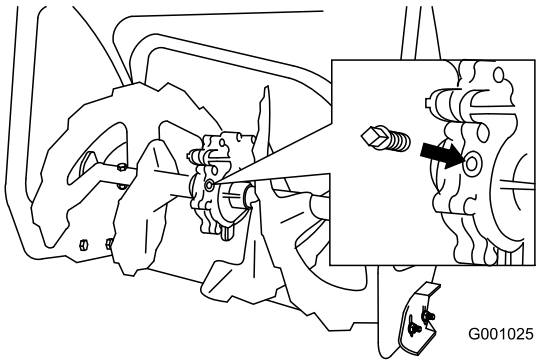

Figur 41
2. Rengör området runt rörpluggen (Figur 41).